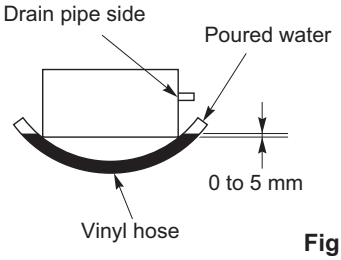

Fig. 2-176
(5) The unit should be adjusted using water level or as shown in Fig. 2-176 so that the drain pipe side is slanted 5 mm lower than the opposite side.
(6) After completing the adjustment of the clearance, fasten all upper and lower suspension nuts tightly.